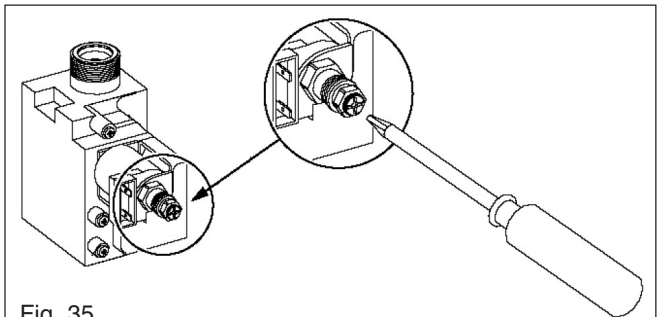

Fig. 35
7.3.2 SETTING THE MIMIMUM BURNER PRESSURE fig. 35